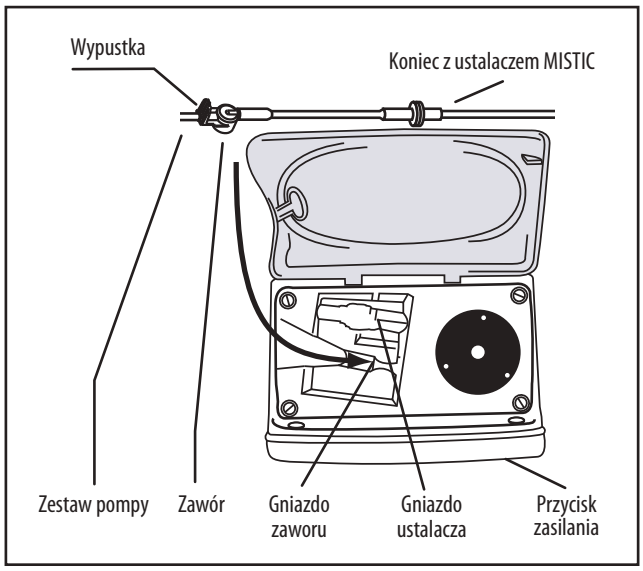

Rysunek 6A.
2. Włożyć zestaw pompy chwytając wypustkę zaworu i wciskając zawór w gniazdo z lewej strony. (Rysunek 6A)